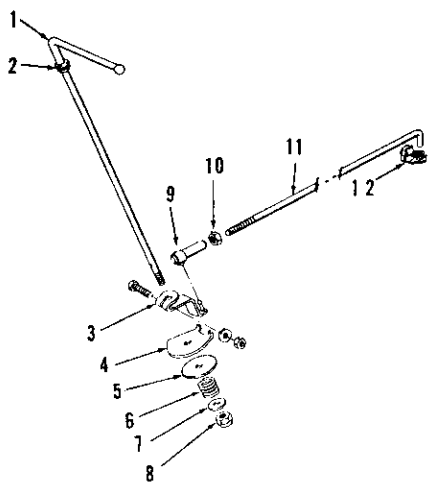

Fig. 141–Exploded view of typical hand throttle lever and linkage; some models have spring washer instead of coil spring (6).
160. Refer to exploded view of typical hand operated throttle linkage in Fig. 141. With the throttle link (11) disconnected from injection pump governor arm and with engine governed speed adjusted as outlined in paragraph 158 or 159, proceed as follows: Move hand lever (1) to rear against slow idle stop and hold pump governor arm against slow idle speed stop screw; forward end of link (11) should then enter hole in governor arm without binding. If not, loosen lock nut (10) and turn link in or out of end assembly (9) as required. With link length properly adjusted, reconnect link to pump governor arm with retainer (12) and tighten lock nut (10). With engine running, check operation of throttle; there should be sufficient tension on spring (6) (some models have spring washer instead of coil spring) so that hand lever will remain in any desired position, yet move without excessive binding. Tighten or loosen spring adjusting nut (8) as required. Recheck engine governed speed (paragraph 158 or 159) with throttle linkage connected.